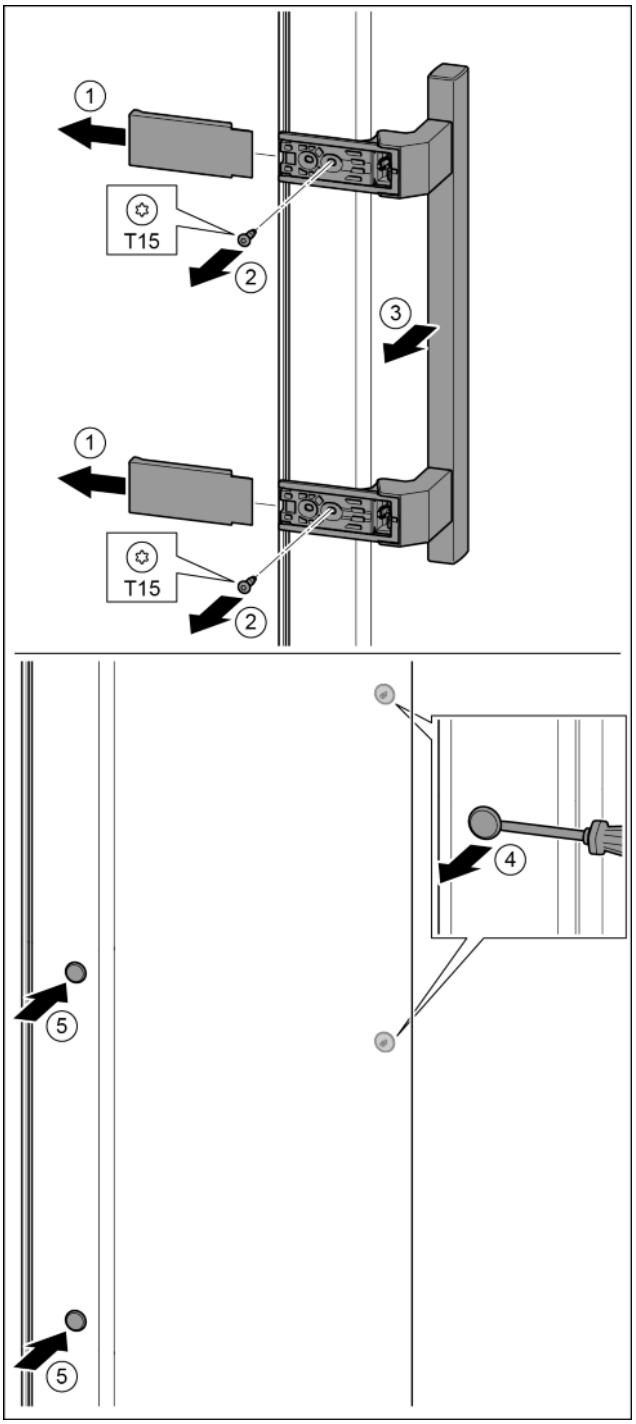

Fig. 19
- ▶ Remove the cover. *Fig. 19 (1)*
- ▶ Remove the screws with the T15 screwdriver. *Fig. 19 (2)*
- ▶ Remove the handle. *Fig. 19 (3)*
- ▶ Carefully lift up the plugs and remove them with a slotted screwdriver. *Fig. 19 (4)*
- ▶ Insert the plugs again on the other side. *Fig. 19 (5)*